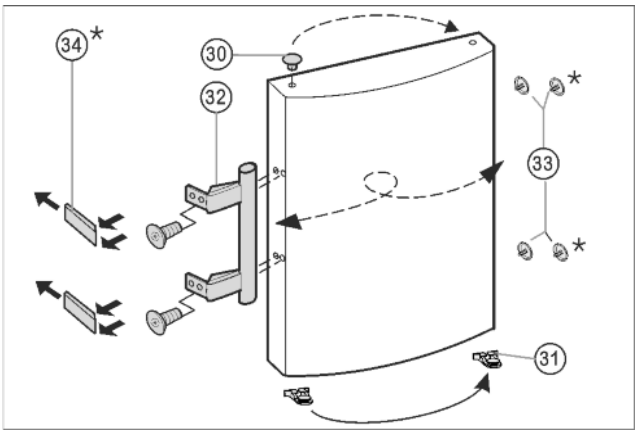

Fig. 7
- ▶ Wyciągnąć wkładkę *Fig. 7 (33)* z zawiasu drzwi i przełożyć na drugą stronę.
- ▶ Zdemontować uchwyt drzwi *Fig. 7 (32)*, zatyczki *Fig. 7 (33)* oraz płytki dociskowe* *Fig. 7 (34)* i przełożyć je na przeciwną stronę.